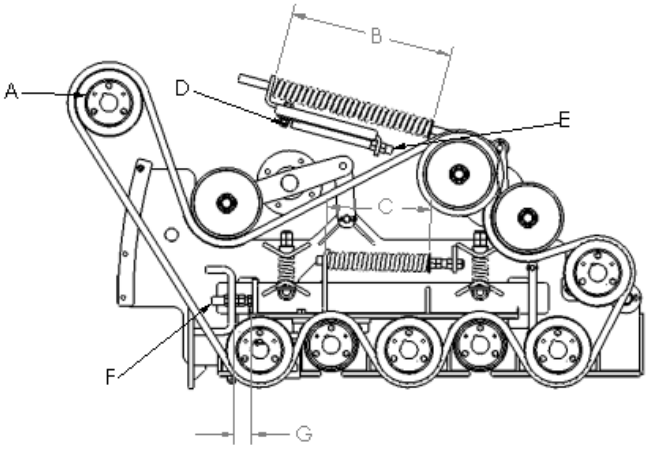

Figure 7-30: Rear Grabroll Spacing Adjustment
3. Adjust bolt (F), shown in Figure 7-30, to change the gap between the smooth grabrolls and scrolled grabrolls.